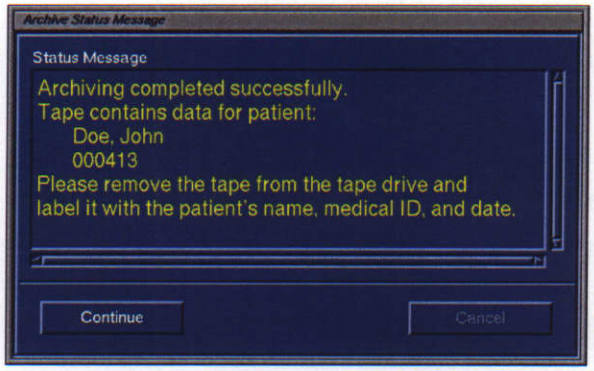

**Figure 18 Archive Completion Message**
**Step 4.** A message in the Archive Status message window informs you that archiving is complete (*Figure 18 Archive Completion Message, page 13*). The selected patient's database is removed from the main disk of the console computer.